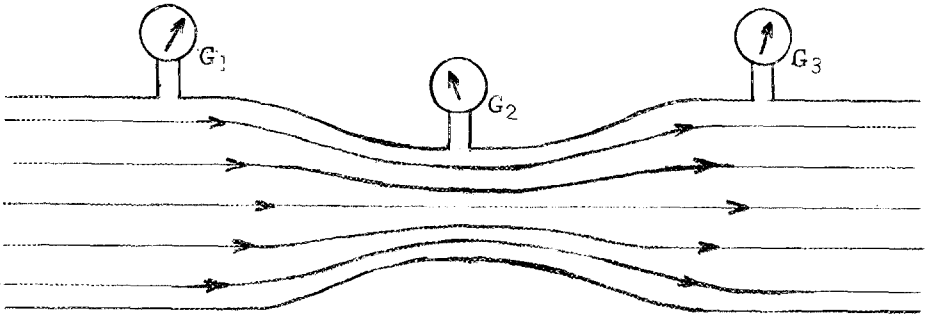

Fig. 3.2. Pressure Variation at a Constriction
65. It can be shown that if a pipe has a constriction such as that shown in Fig. 3.2, the pressure against the pipe wall decreases at the constriction because the velocity is greater there.
68. The principle illustrated in Fig. 3.2, known as Bernoulli's principle, is often used in flow-monitoring systems.